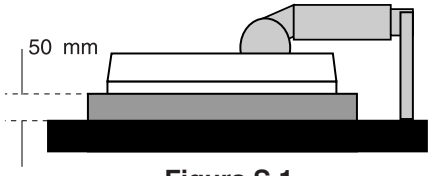

Figura S.1
3. Coloque el monitor hacia abajo sobre una superficie no abrasiva (sitúe la pantalla sobre una plataforma de 50 mm para que el soporte quede paralelo a la superficie.) (**Figura S.1**).